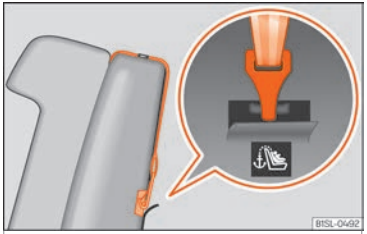

Fig. 28 Example of an upper retaining strap connected.
- Hook the upper retaining strap in the luggage compartment, to the corresponding retaining ring ››› Fig. 28.